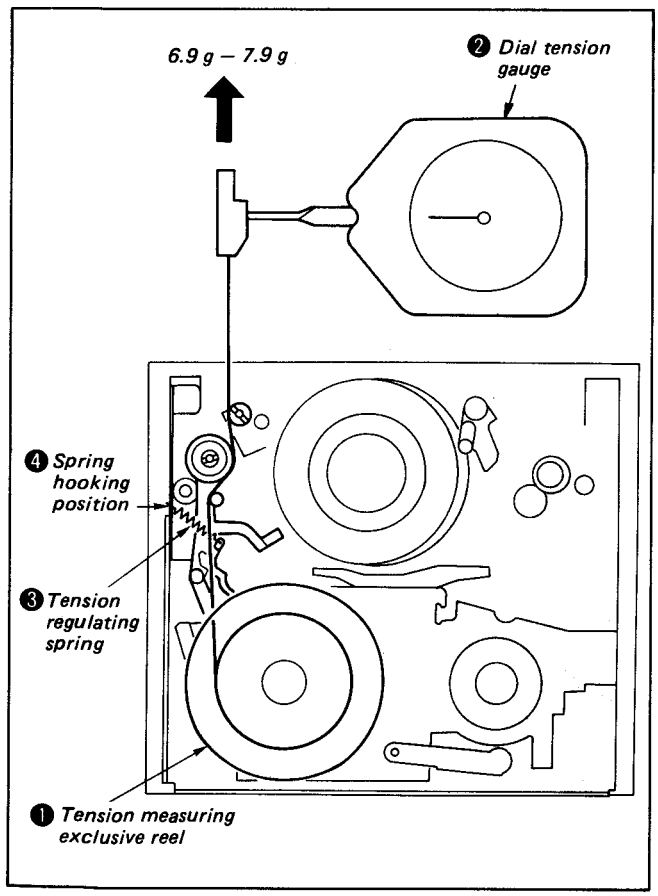

Fig. 2-48
3) Measure tape tension of the outgoing side by using dial tension gauge (Ref.No.J-6). At this point, the measurement should be conducted by pulling the tape at the speed of 14 mm/sec. (See Fig. 2-48)